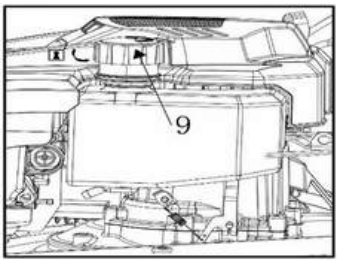

rys. 6
3. Odkręć i zdejmij korek zbiornika paliwa (9) (rys. 6).